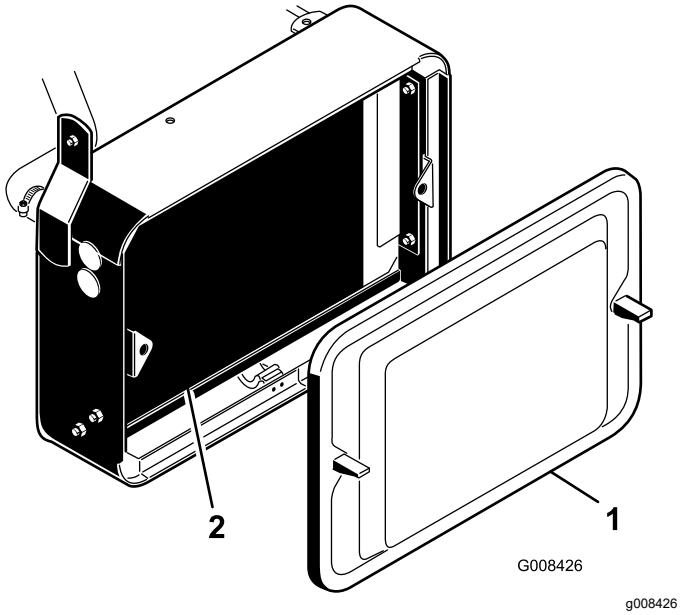

Rysunek 44
1. Zdejmij osłonę chłodnicy (Rysunek 44).